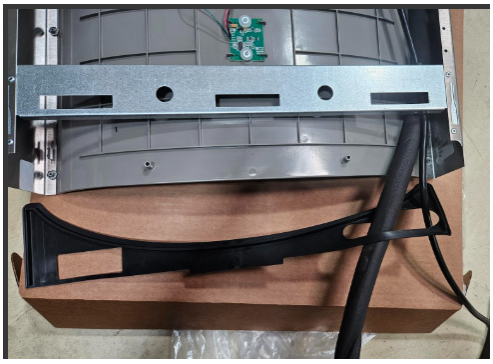

Fig. 8
5) **Feed power cord & 3/8” water line** through hole in tower/basin gasket (See Fig 8).